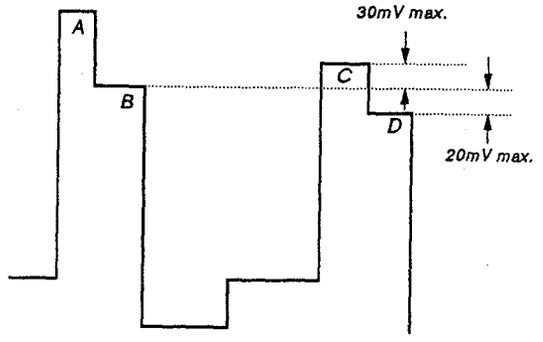

Fig. 13
5. Using [R-Y LEVEL COMPONENT], adjust so that the tops of the waveform line up as in the diagram below. (Fig. 13)